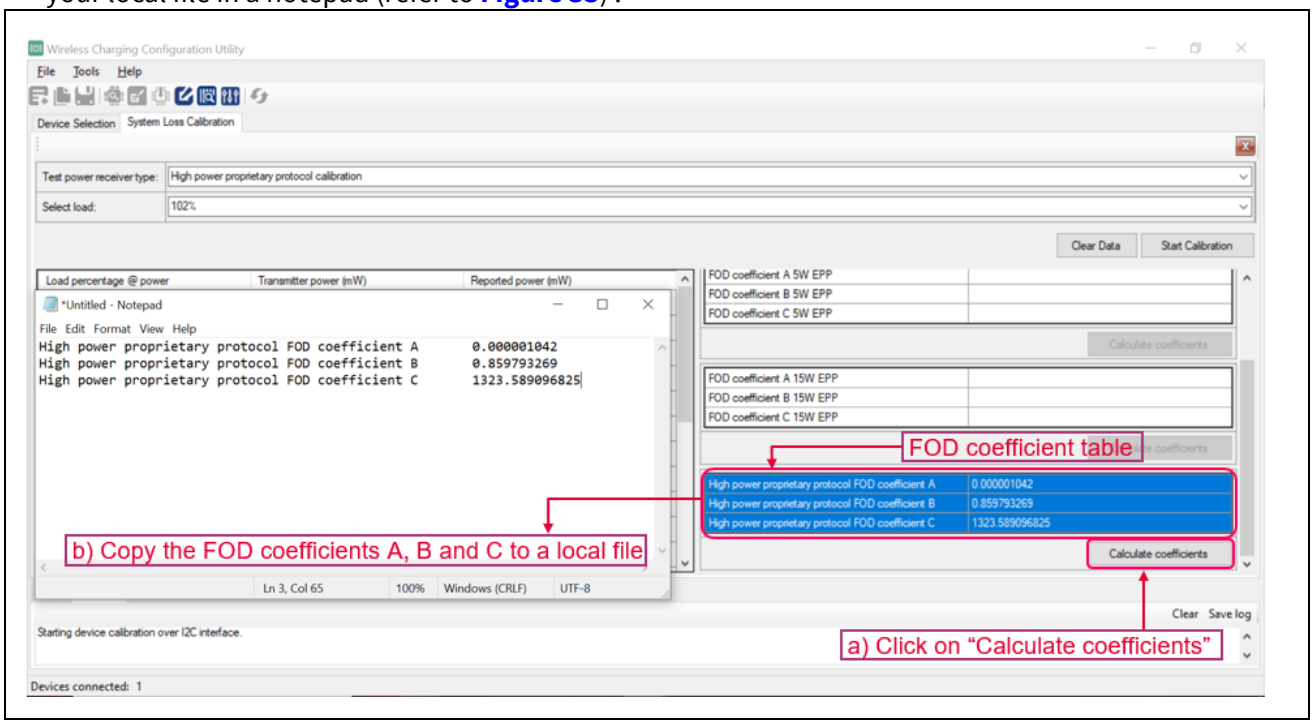

Figure 33 Calculating power loss co-efficient values
12. Click on “Calculate coefficients” tab. Coefficient A, B, and C are published in the screen. Copy the same in your local file in a notepad (refer to **Figure 33**) .